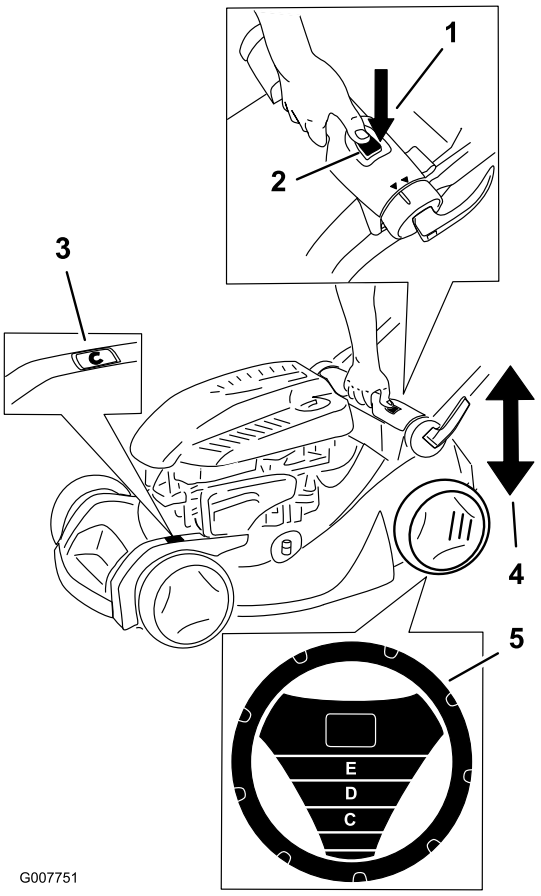

Figuur 13
Opmerking: Met het SmartWheel l® berekent u de juiste instelling om zeker te zijn dat niet meer dan 1/3 van de grassprieten wordt afgesneden (Figuur 13).
2. Rijd de maaimachine op het gras en stop zodra het SmartWheel symbool rechtop staat (Figuur 13).
4. Druk op de maaihoogteknop en houd de maaihoogtehendel vast om maaihoogte omhoog of omlaag in te stellen.(Figuur 13).
5. Om de maaimachine in de gewenste maaihoogtestand te zetten, drukt u de maaihoogtehendel omhoog of omlaag. Gebruik hierbij de maaihoogteschaal (Figuur 13).